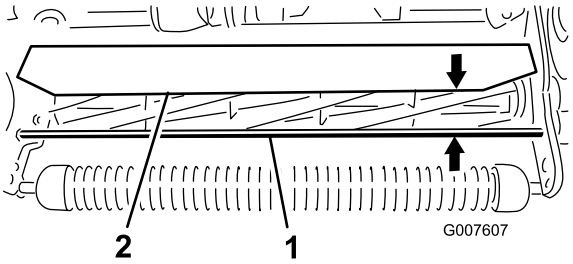

Figur 52
1. Mål avstanden fra toppen av den fremre støttestangen til den fremre kanten på skyddet, i hver ende av klippeenheten (Figur 52).